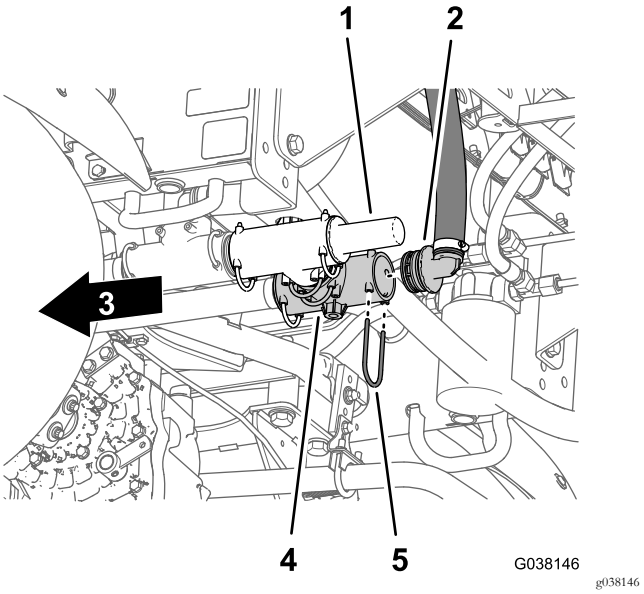

Figura 23
1. Na traseira da máquina, retire o retentor que prende a união estriada de 90° do tubo de retorno à união em T que se encontra no interior da válvula de descarga da pressão (Figura 23).
2. Retire a união estriada de 90° da união em T (Figura 23).